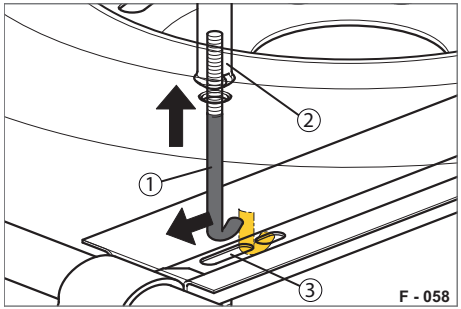

Abb. 85 Hakenschraube herausdrehen
▶ Senken Sie die Hakenschraube (Abb. 85/1) ab.
▶ Führen Sie die Hakenschraube ans hintere Ende des Langlochs (Abb. 85/3).
- ▶ Führen Sie die Hakenschraube an das vordere Ende des Langloches (Abb. 85/3).